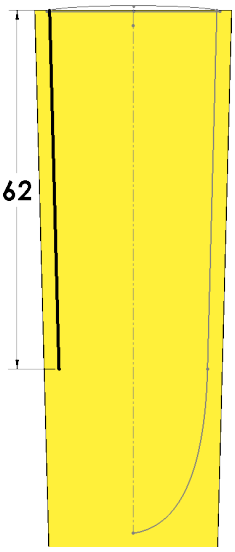

Fig. 44
Step 8. Dimension **line 62**, **Fig. 44**.